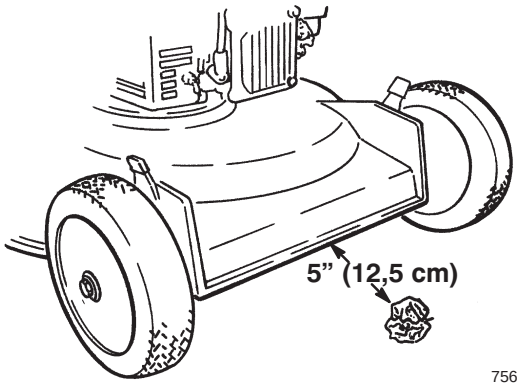

Figure 10
5. Take a half sheet of newspaper and crumple it into a ball small enough to go under the deck (about three inches [76 mm] in diameter) (Fig. 10).
6. Place the ball of newspaper five inches in front of the lawn mower (Fig. 10).
A. Place the ball of newspaper five inches in front of the lawn mower (Fig. 10).